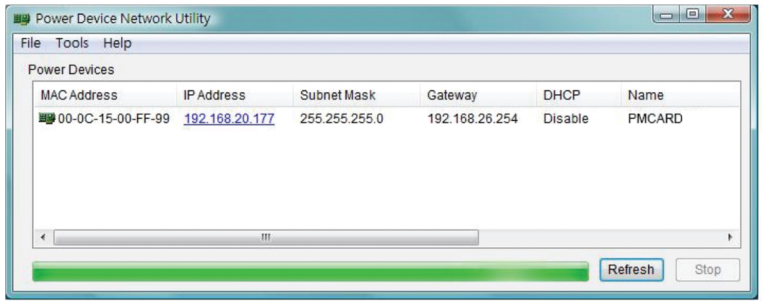

**Figure 1. The main window of the "Power Device Network Utility" program.**
3. The main window of the Power Device Network Utility program is shown in Figure 1. The configuration tool will display all Power Management Card devices present on the local network subnet. The “Refresh” button is used to search the local network subnet again.